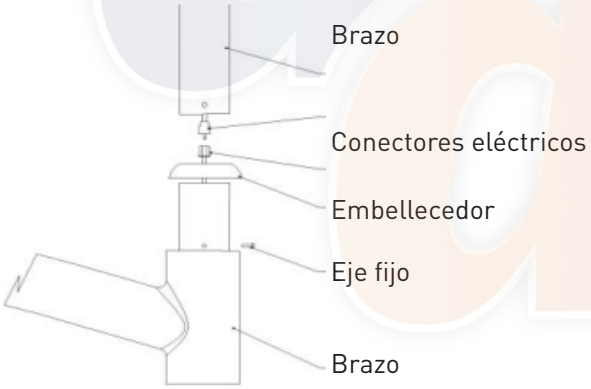

Imagen 1
- Ensamble el polo de la luz operatoria (imagen 1), desenrosque la barra, tire del cable eléctrico del brazo de la luz de operaciones hacia la barra, acceda a la posición 5. Los conectores 4 y 5 deben estar bien conectados. Ponga bien la polaridad y vuelva a atornillar.